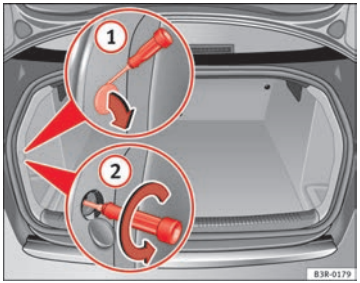
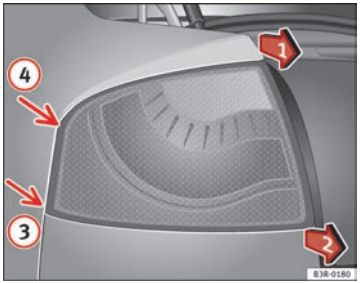

Abb. 209 Gepäckraum: Lage der Befestigungsschraube der Heckleuchte
Abb. 210 Ausbau der Heckleuchte im Seitenteil
– Hebeln Sie die Abdeckung an der Aussparung ⇒ Abb. 209 (1) mit dem flachen Teil des Schraubendrehers ab.
– Lösen Sie die dahinterliegende Schraube mit dem Schraubendreher (Pfeile) (2).
– Die Heckleuchte abwechselnd in Pfeilrichtungen ⇒ Abb. 210 Position (1) und (2) ziehen, bis die Heckleuchte sich aus der Aufnahme (Positionen (3) und (4)) löst.